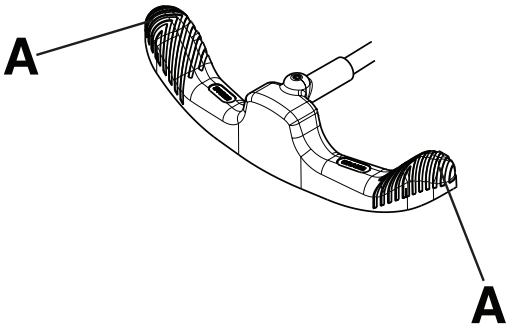

图 2 – 操作制动器/转向踏板
注解 - 切勿向下推制动/转向踏板的中心。始终向下推制动/转向踏板的外侧 (A) (图 2)。